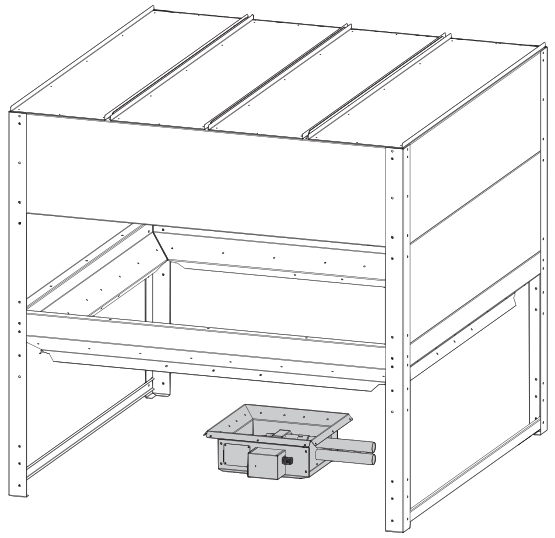

Fig. 12 Regolazione della tramoggia di prelievo
Se necessario applicare lo spessore (32). Allineare la stiva misurando diagonalmente – Fig. 12.